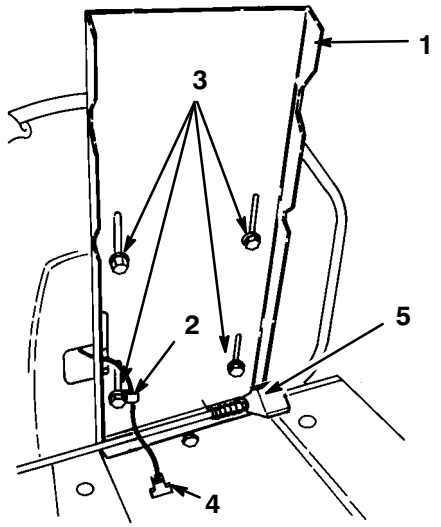

Figure 2
1. Placer le siège sur l'embase, en faisant passer le fil du contact du siège dans les fentes et en faisant correspondre les trous de montage (Fig. 2).
2. Glisser l'attache sur le fil du contact du siège (Fig. 2).
3. Fixer légèrement l'attache du fil et le siège à l'embase à l'aide d'un boulon six-pans muni d'une rondelle-frein, inséré dans la fente avant gauche de l'embase (Fig. 2).